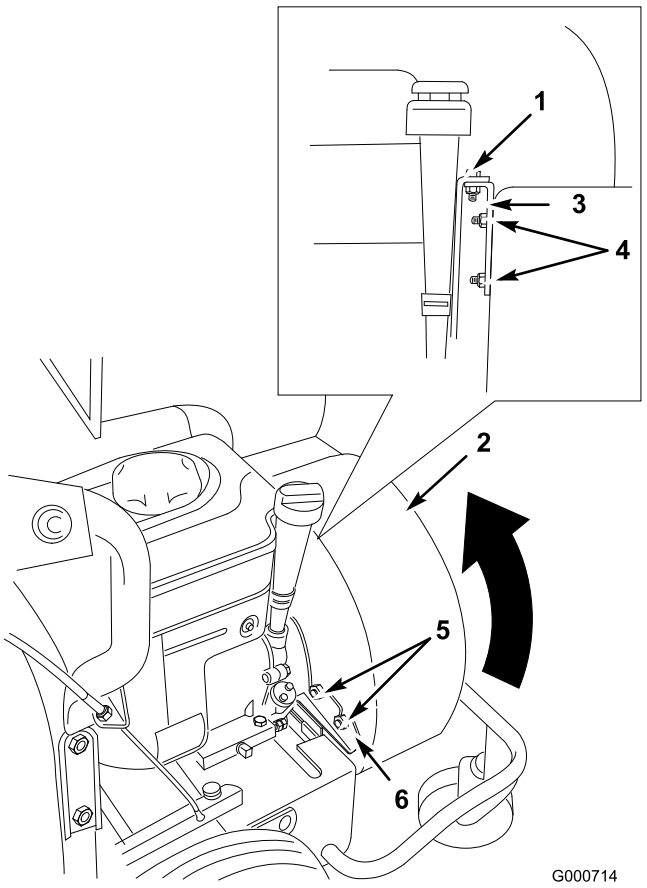

Figur 22
6. Afmonter bolten, der fastholder blæserhuset til motorbeslaget (Figur 22).
7. Afmonter de to låsemøtrikker, der fastgør motorens låsebeslag, og fjern beslaget (Figur 22).
9. Afmonter de to låsemøtrikker, der fastgør huset til stabilisatorbeslaget (Figur 22).